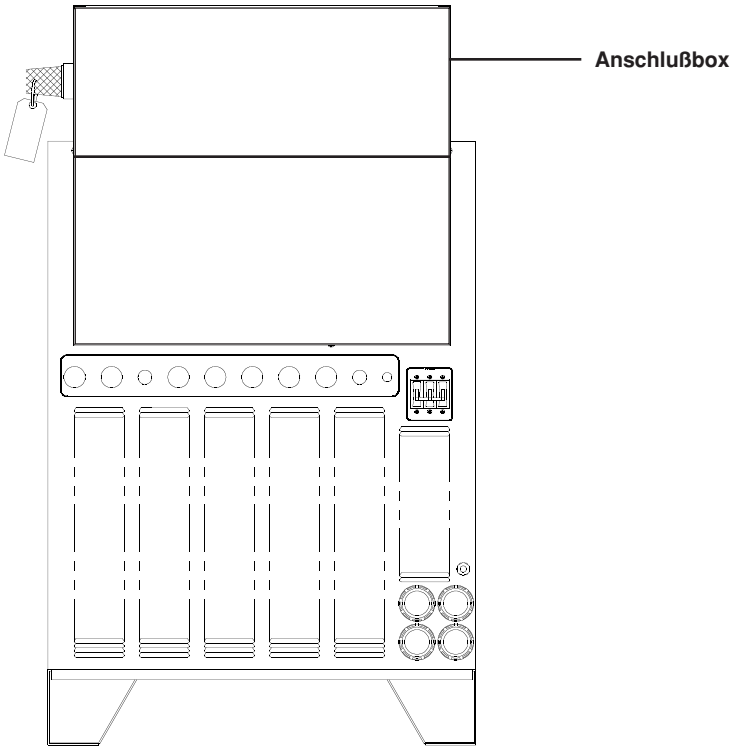

Abbildung d-1 Stromquelle HT4001 mit Anschlußbox – Rückansicht
1. Der Anschlußblock befindet sich an der oberen Rückseite der Stromquelle (Abb. d-1).